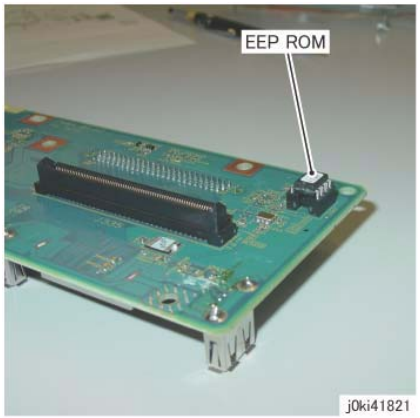

Figure 6 Remove the EEP ROM
1. When replacing the BP PWB, remove the EEP ROM from the old BP PWB and install it onto the new one. (Figure 6)